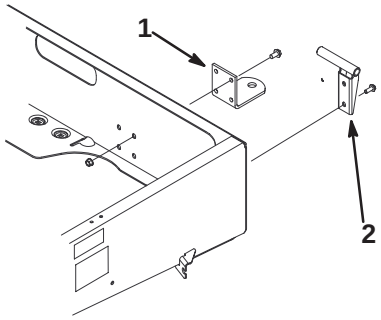

Figur 7
2. Passa in dragkroken med monteringshålen på ramen. Montera dragkroken med skruvarna och muttrarna (figur 7).
2. Fäst det vänstra tappfästet till ramens bakre vänstra hörn med 2 huvudskruvar med fläns (3/8 x 1 ”). Placera fästet såsom framgår av figur 7.